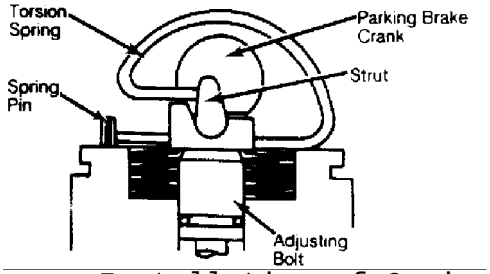

Fig. 5: Proper Installation of Conical Spring and Adjusting Bolt Apply orange grease, supplied in seal kit, to adjusting bolt.
4) Assemble conical spring and adjusting bolt. See Fig. 5. Install adjusting bolt assembly, strut and torsion spring in the caliper. Install piston using disc brake wrench, as described under Disc Brake Pad Installation.